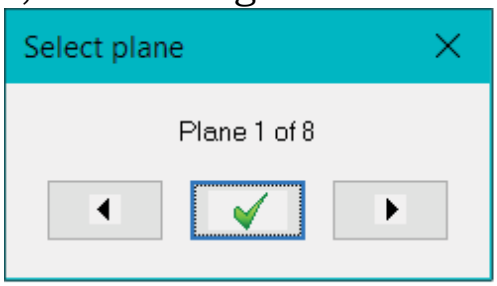

Figure-8. Select plane dialog box
- Select three points or two lines. The **Select plane** dialog box will be displayed; refer to Figure-8.